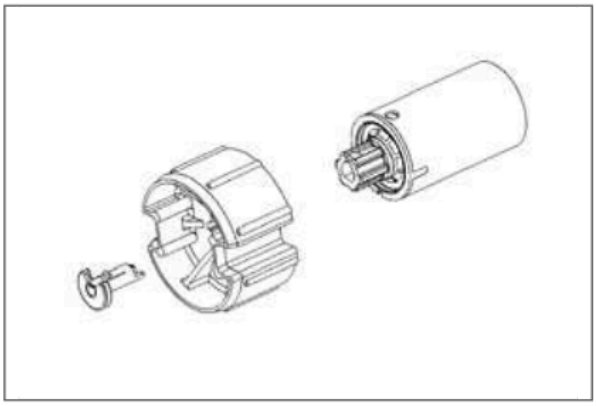

Bild 2: Kupplungssicherung*
3. Kupplung aufschieben und Kupplungssicherung (Artikel 288500) einstecken (Bild 2).